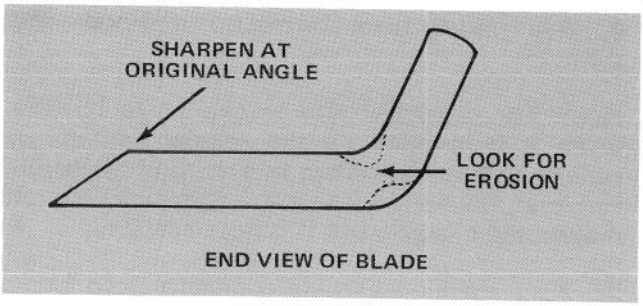

Figure 30
Check cutter blade before mower is used, stored and whenever mower is serviced. However, before checking the blade, remove key from control box and battery from battery box. If cap screw holding blade is loose, tighten it to 30 ft-lb. If blade or sail at end of blade (Fig. 30) is worn, eroded or cracked, replace the blade. Also, if blade is bent or out-of-balance, and cap screw or lock washer is damaged, replace the defective part(s) before operating.
4. Using a file, sharpen cutting edge of both ends of blade (Fig. 30).